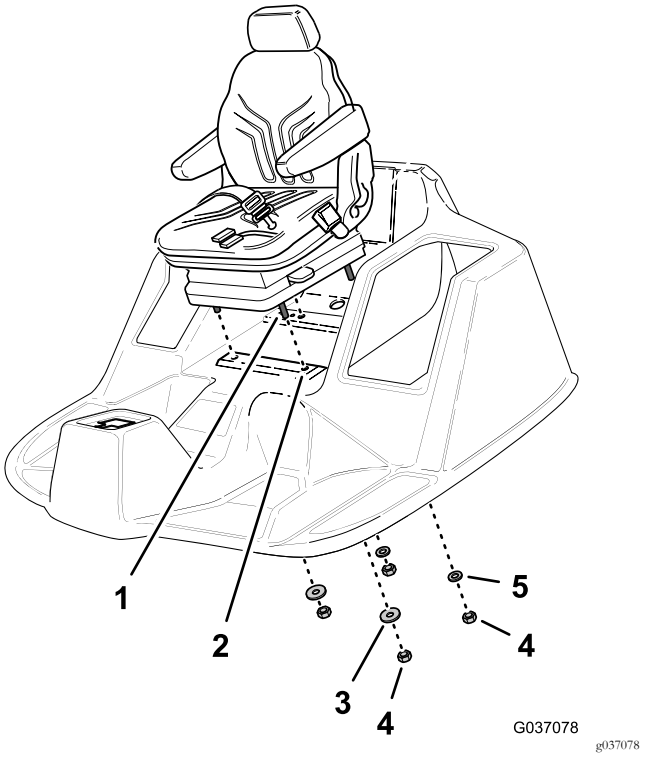

Figura 15
3. Allineate le 4 viti a testa cilindrica (8 x 40 mm) del nuovo sedile con i fori nella piattaforma dell'operatore (Figura 15).
5. Montate manualmente i 2 dadi di bloccaggio (8 mm) e le 2 rondelle (5/16 x 1 poll.) sulle 2 viti a testa cilindrica anteriori (Figura 15).
6. Montate manualmente i 2 dadi di bloccaggio (8 mm) e le 2 rondelle (8 x 17 mm) sulle 2 viti a testa cilindrica posteriori (Figura 15).
6. Montate manualmente i 2 dadi di bloccaggio (8 mm) e le 2 rondelle (8 x 17 mm) sulle altre 2 viti a testa cilindrica (Figura 15).